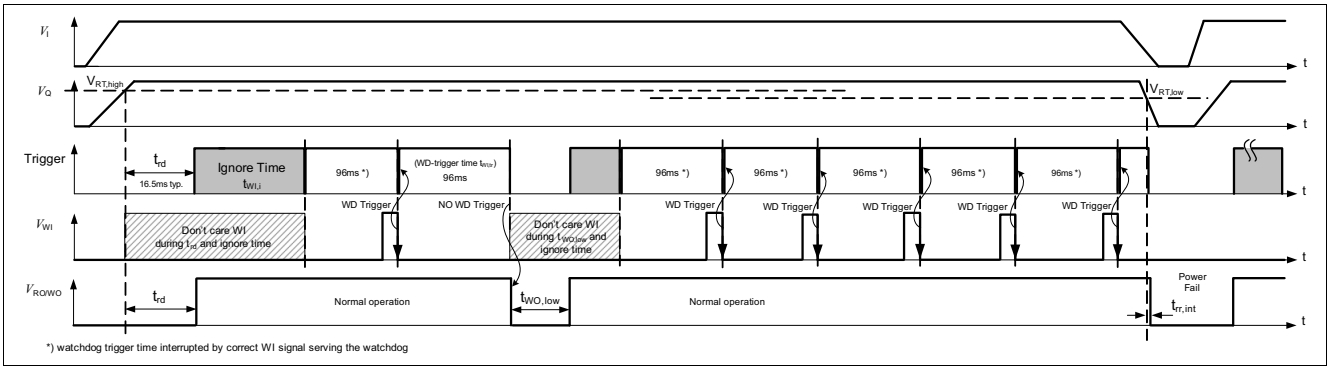

Figure 8 Typical watchdog timing diagram, watchdog and reset modes
Figure 8 shows the state diagram of the watchdog (WD) and the mode selection. After power-on, the reset output signal at the “RO/WO” pin (microcontroller reset) is kept low for the reset delay time t_{rd}. With the low to high transition of the signal at “RO/WO” the device starts the watchdog ignore time $t_{WI.i}$. Next, the WD starts the watchdog trigger time (time frame within a trigger at WI must occur).